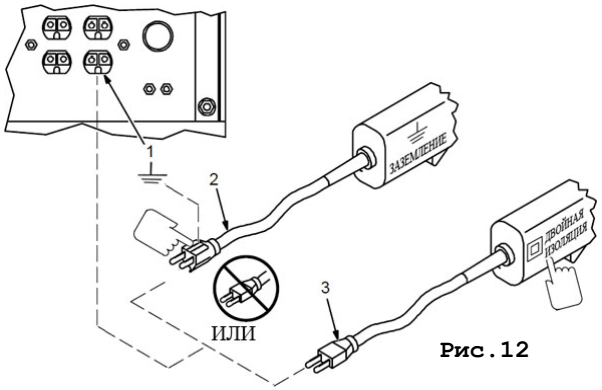

Рис.12
10.3.5. Подключаемые потребители должны иметь (рис. 12):